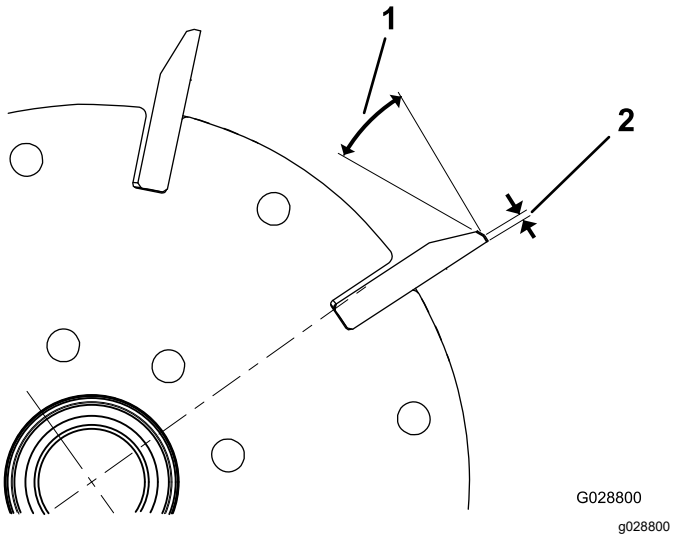

Rysunek 27
1. Przeprowadź szlifowanie profilujące wszystkich ostrzy wrzeciona pod kątem 30°, aż szerokość powierzchni czołowej wyniesie 1,3 mm (Rysunek 27).